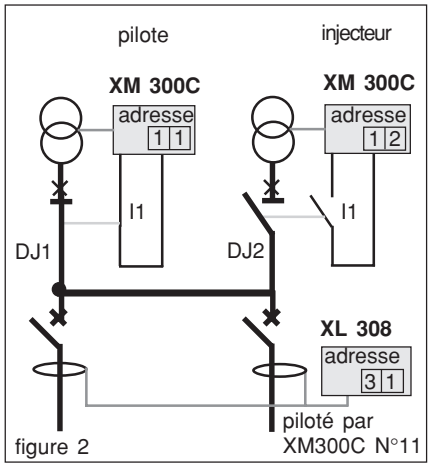

figure 2
■ CPI pilote : un CPI en amont d'un disjoncteur fermé est dit pilote, lorqu'il surveille un réseau et qu'il centralise toutes les informations concernant le réseau, lui venant des localisateurs qui lui sont rattachés. L'état de pilote d'un CPI est donné dans la table à l'adresse $0010. (figure 2).